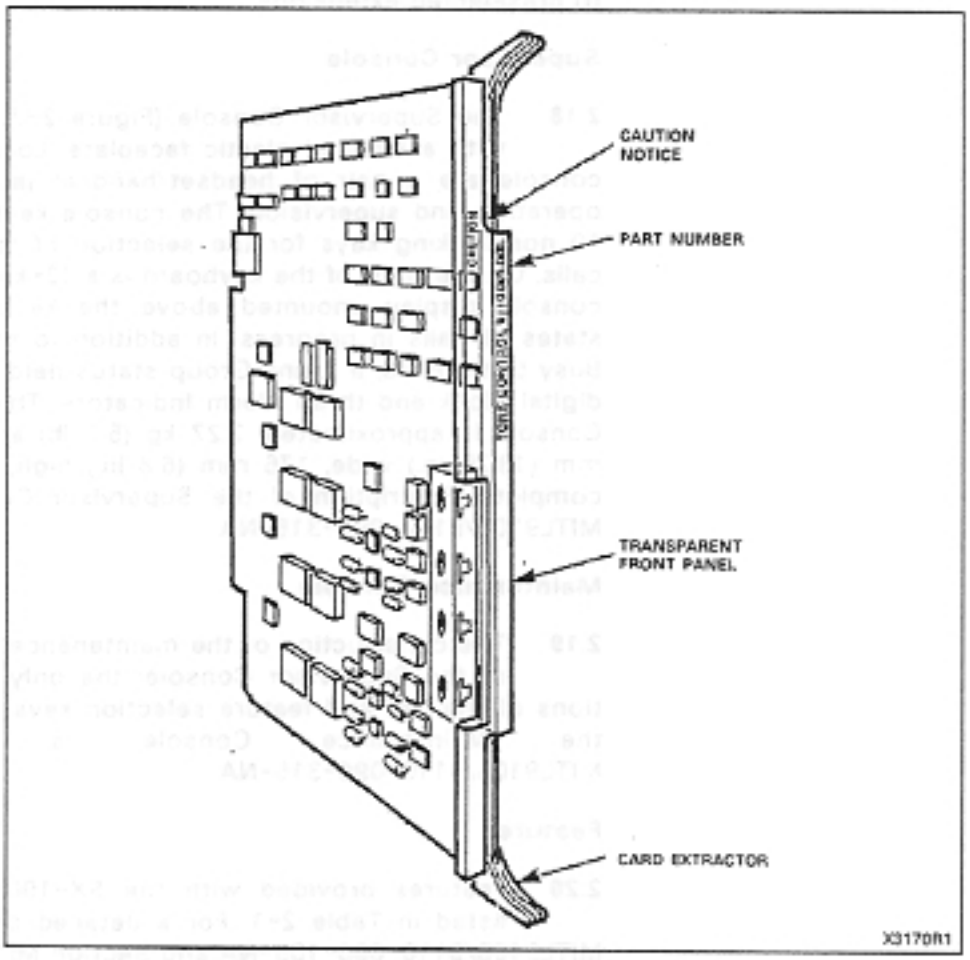

Figure 2-6 Typical Printed Circuit Card
2.12 All circuit cards (Figure 2-6) within the system are identical in construction and consist of a fiberglass board with printed wiring patterns on both of its faces. Riveted to the front of each board is a transparent faceplate which allows the LEDs mounted on the front of the boards to be easily seen. The color-coded card extractors